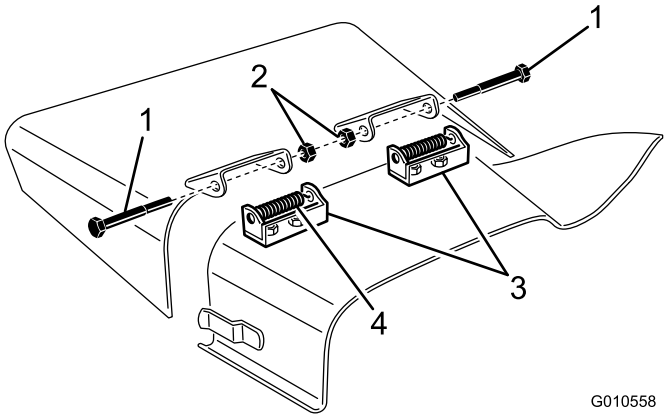

Figur 29
4. Ta bort de två huvudskruvarna, låsmuttrarna och fjädrarna som fäster utkastarfästena på tappfästena (Figur 29).
5. Ta bort tappfästena genom att avlägsna vagnsbultarna och muttrarna (Figur 29).